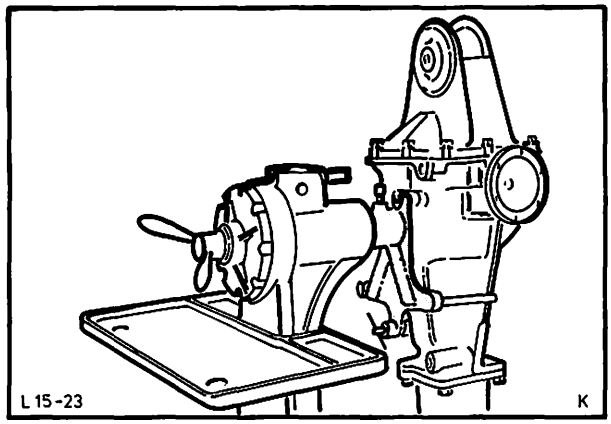

Abb. 44 Hinterachse mit Aufspannvorrichtung 15-007-A am Montageständer befestigen
1. Hinterachse mit Aufspannvorrichtung 15-007-A und Universalwelle 21-023 am Montageständer wie in Abb. 44 gezeigt, befestigen.